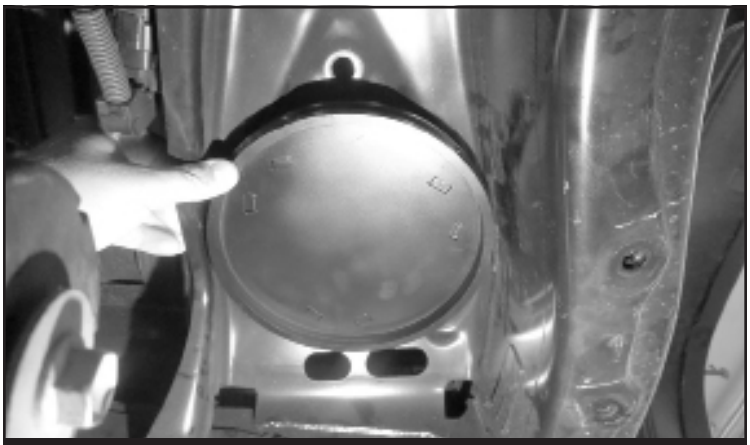

FIGURE 2 - STEP 4
4. Install FT70408 (Rear Spacer) and rubber isolator to the upper coil mounts using the supplied 3/8” nuts and washers. **SEE FIGURE 2**